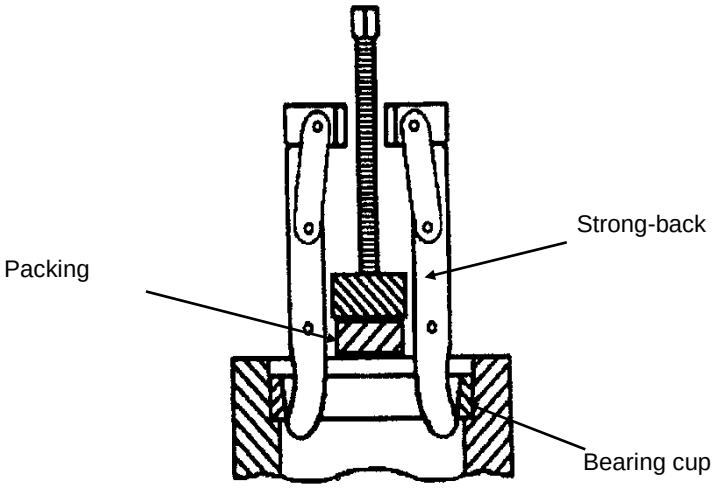

FIG 8.
B. Arrange the puller inside or outside the bearing as required. If for instance, removing the cup of a taper bearing from the housing, a strong-back must be placed across the bore of the housing to take the pushing force of the screwed spindle. (Fig 8)